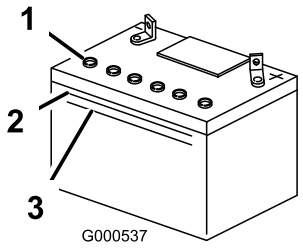

Figur 44
1. Titta på sidan av batteriet. Elektrolyten måste nå upp till den **övre** linjen (Figur 44). Låt inte elektrolyten sjunka under den nedre linjen (Figur 44).
3. Ta bort luftarlocken från batteriet (Figur 44).
4. Häll långsamt destillerat vatten i varje battericell tills elektrolytnivån når upp till batterilådans övre linje (Figur 44).
5. Vänta fem till tio minuter efter att battericellerna fyllts på. Häll destillerat vatten, om det behövs, i varje battericell tills elektrolytnivån är vid batterilådans övre linje (Figur 44).